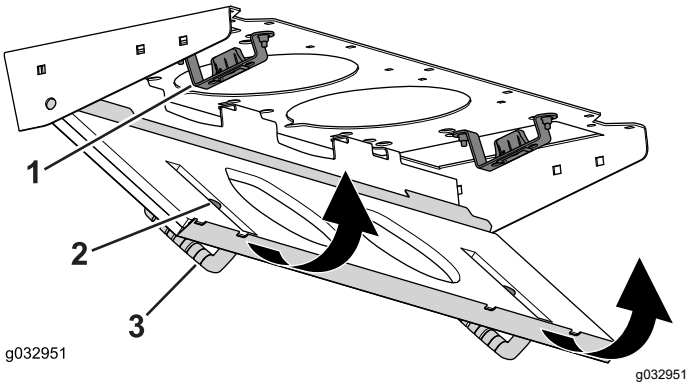

Figur 88
4. Drej filtersigten omkring tapperne, indtil låsen låses fast i låsebeslagsamlingen (Figur 88).